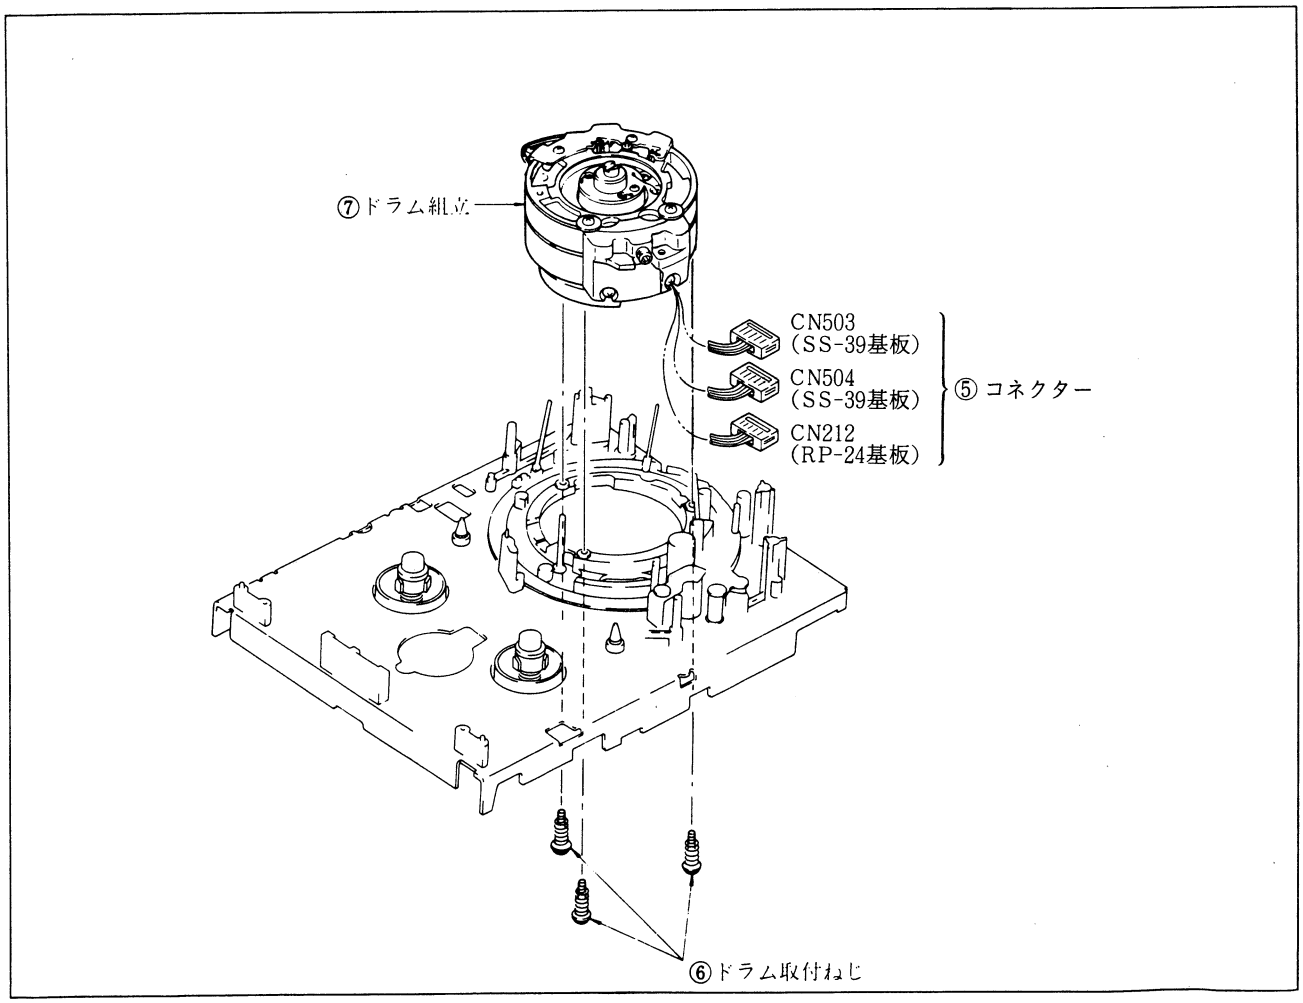

図3-8. ドラム組立の外し方
4) シャーシー裏側からコネクター⑤３本を外す（図3-8.）
5) シャーシー裏側から，ドラム取付ねじ⑥３本を外しドラム組立本体⑦を外す。